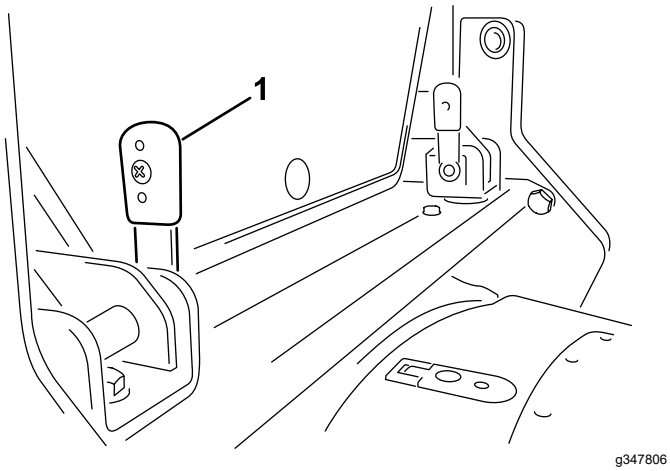

Figure 24
3. Align the holes in the cab-frame flange and the holes in the cross-beam bracket (Figure 24).
4. Insert the 2 latch pins (Figure 24) through the holes in the cab-frame flanges and cross-beam brackets.